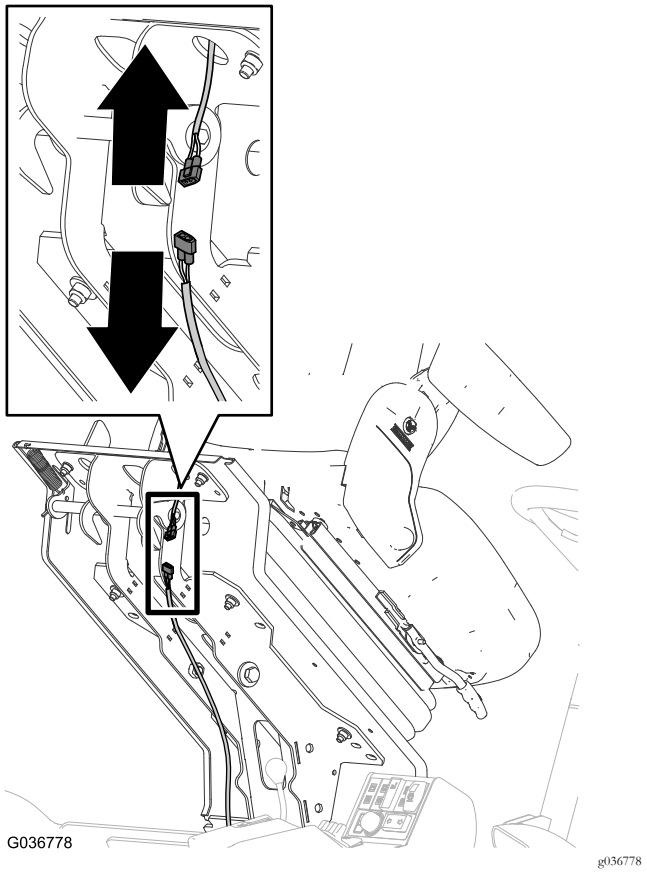

Figuur 8
1. Maak de connector van de draadboom van de stoelschakelaar los van de connector van de machinekabelboom (Figuur 8).